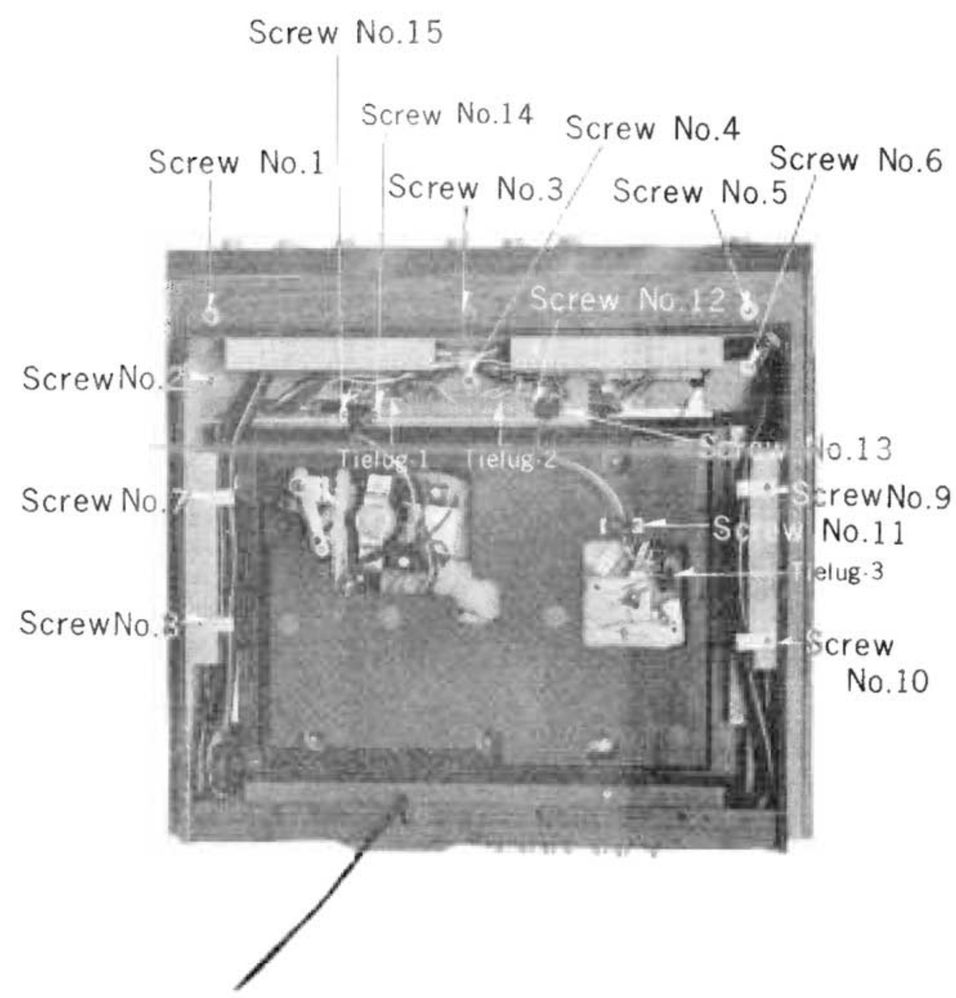

Fig. 10
4. Remove one (1) red chassis mounting screw, No. 4, as illustrated in Fig. 10.
5. Unsolder lead from tielugs-1 and 2, as illustrated in Fig. 10.
6. Remove two (2) cable clamp mounting screws, Nos. 7～8, as illustrated in Fig. 10.
3. Remove five (5) cable clamp mounting screws, Nos. 9～13, as illustrated in Fig. 10.
b) Unsolder lead from tielug-3, as illustrated in Fig. 10.
5. Remove Six (6) red chassis mounting screws, Nos. 1～6, as illustrated in Fig. 10.
2. Remove three (3) cable clamp mounting screws, Nos. 11, 14 & 15, as illustrated in Fig. 10 on page 5.
3. Unsolder leads from tielug-1 (red, black, brown wires) and tielug-3,(brown & gray cables) as illustrated in Fig. 10.
To Remove Changer Mounting Board (Refer to Fig. 10 & 11)
2. Remove four (4) cable clamp mounting screw, Nos. 7～10, as illustrated Fig. 10 on page 5.